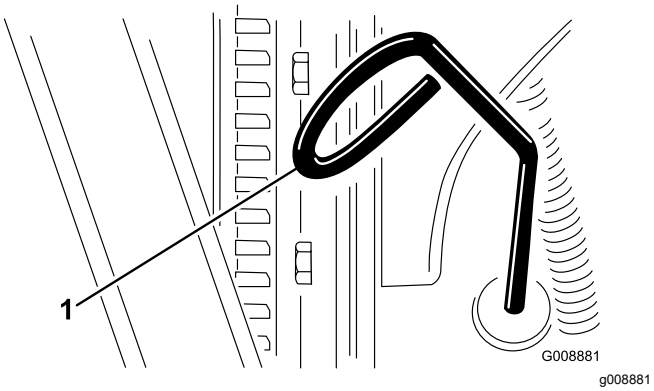

Figur 48
2. Fjern målepinden (Figur 48), og aftør den med en ren klud.